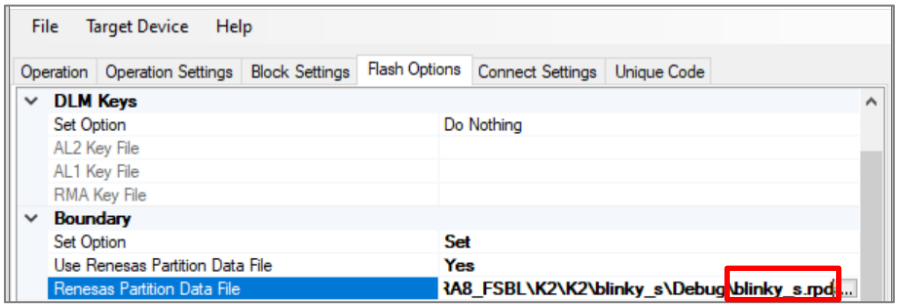

図 50. RFP を使用した TrustZone®境界の Setting
- セクション 2.6 で、セキュアアプリケーションと非セキュアアプリケーションをプログラムする必要があります。また TrustZone®境界は、セキュアプロジェクトから生成された `blinky_s.rdp` ファイルを用いて Setting します。従って、図 36 のようにアプリケーションを提供することだけでなく、セクション 2.6 で記載されているように他のすべての Setting に加えて、図 50 のように RFP フラッシュオプションで `blinky_s.rdp` ファイルを選択して TrustZone®境界を Setting する必要があります。